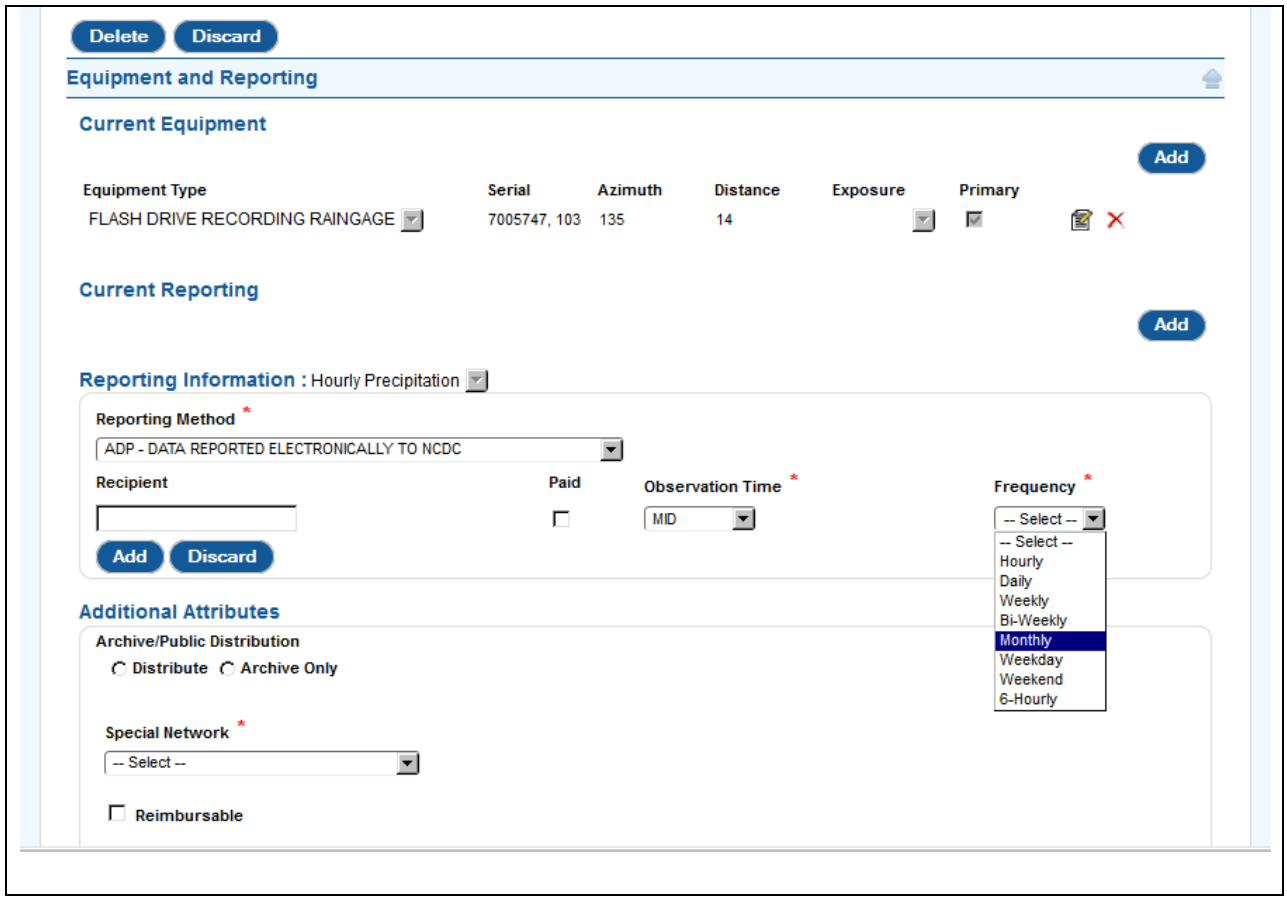

Figure 9.5 Detailed Entries for 'Current Reporting' field of the Station Profile.
d. ***Frequency,*** Select "**MONTHLY**" from the drop-down (see Figure 9.5).